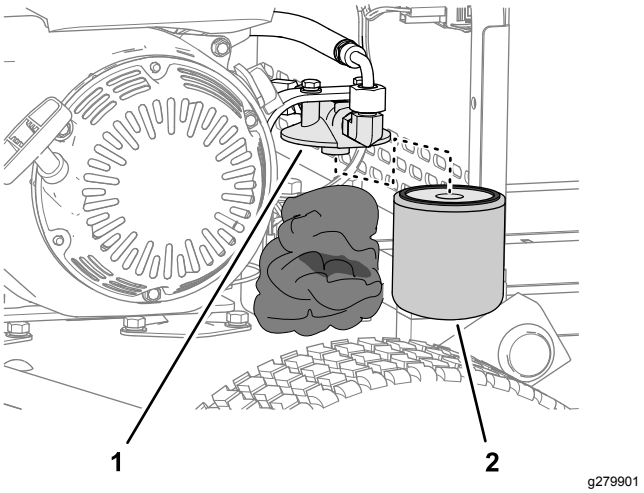

Figur 37
2. Pakk filler under hydraulikkfilteret (Figur 37).
3. Fjern hydraulikkfilteret forsiktig (Figur 37).
5. Skru på det nye filterhodet for hånd (Figur 37) til pakningen kommer i kontakt med filterhodet. Stram deretter filteret ytterligere en ¾ vridning.